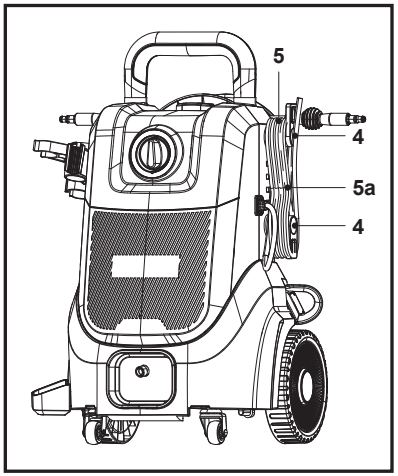

Rys. 25
2. Nawinąć przewód zasilania (5) wokół dwóch haków przewodu (4) i unieruchomić go przy użyciu dołączonego zaczepu przewodu (5a) (rys. 25).